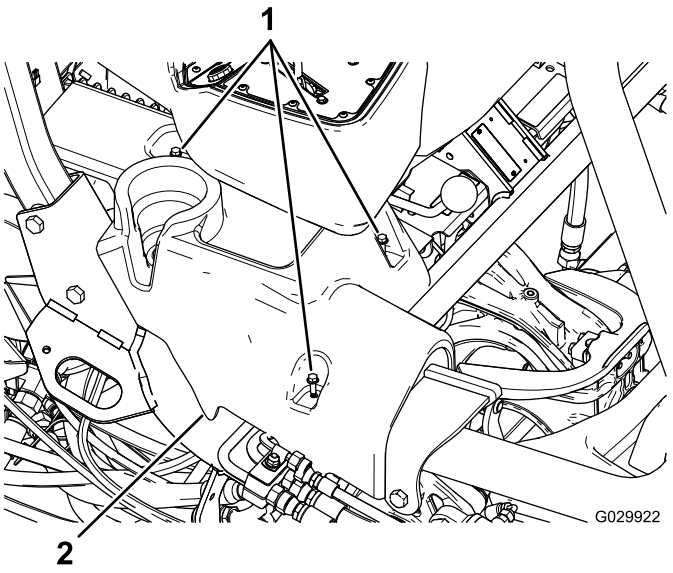

Figuur 1
4. Verwijder de flenskopbouten waarmee de linker- en rechterbedieningspanelen bevestigd zijn en verwijder de panelen (Figuur 1).